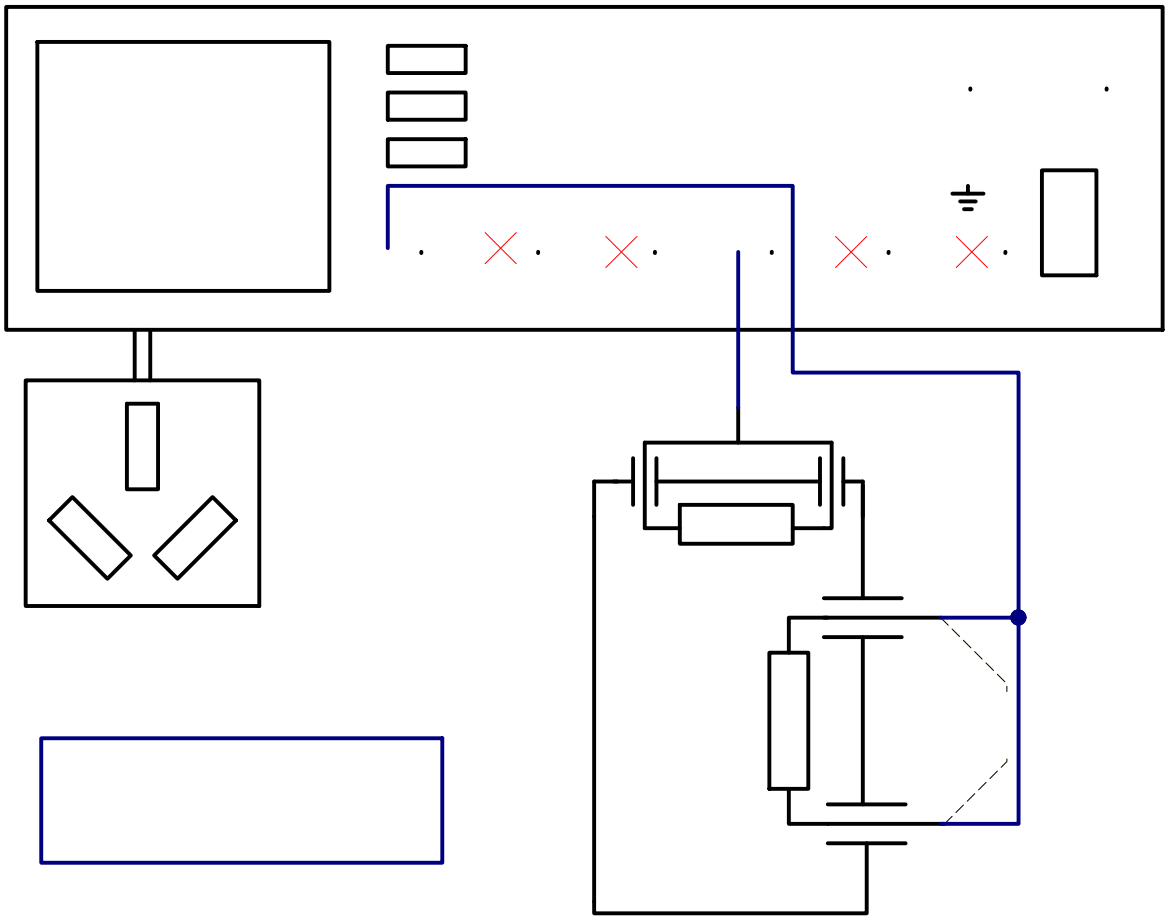

图 21 患者漏电流(PLCSP)-由信号输入或输出部份加压连接框图
8)　患者漏电流（应用部份加压）/PLCAP（参照 GB9706.1 图 21）